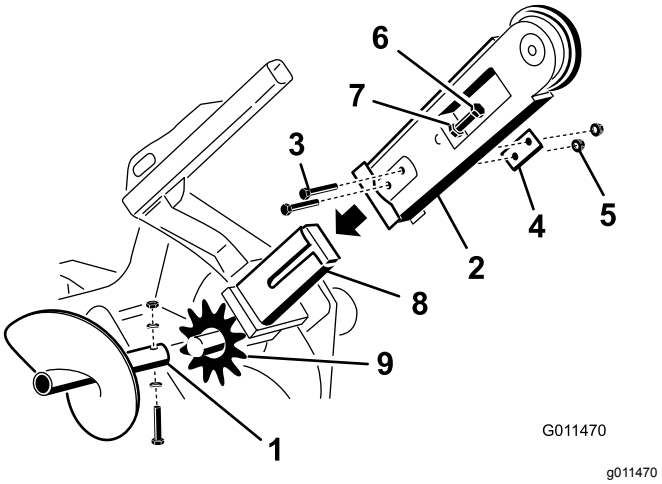

Figuur 4
2. Verwijder de bout, 2 speciale onderlegringen en moer waarmee de afvoerschroef is bevestigd en verwijder de afvoerschroef (Figuur 4).
3. Verwijder de 2 bouten, moeren, en dubbele onderlegringen van de zijkant van de graafarm(Figuur 4).
4. Maak de instelbout en contramoer los (Figuur 4).